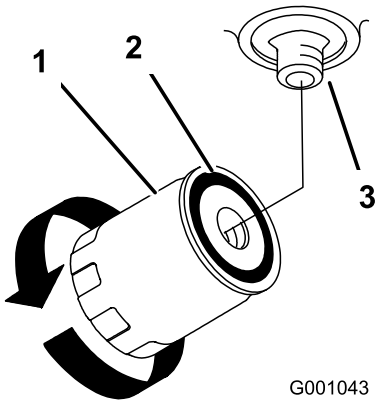

Figuur 72
7. Smeer een dun laagje hydraulische vloeistof op de rubberen pakking van het nieuwe filter (Figuur 72).
9. Vul de hydraulische tank met hydraulische vloeistof totdat de vloeistof over het filter stroomt. Draai vervolgens het oliefilter rechtsom totdat de rubberen pakking contact maakt met het filtertussenstuk. Draai het filter daarna met de hand nog een extra 1/2 slag vast (Figuur 72).